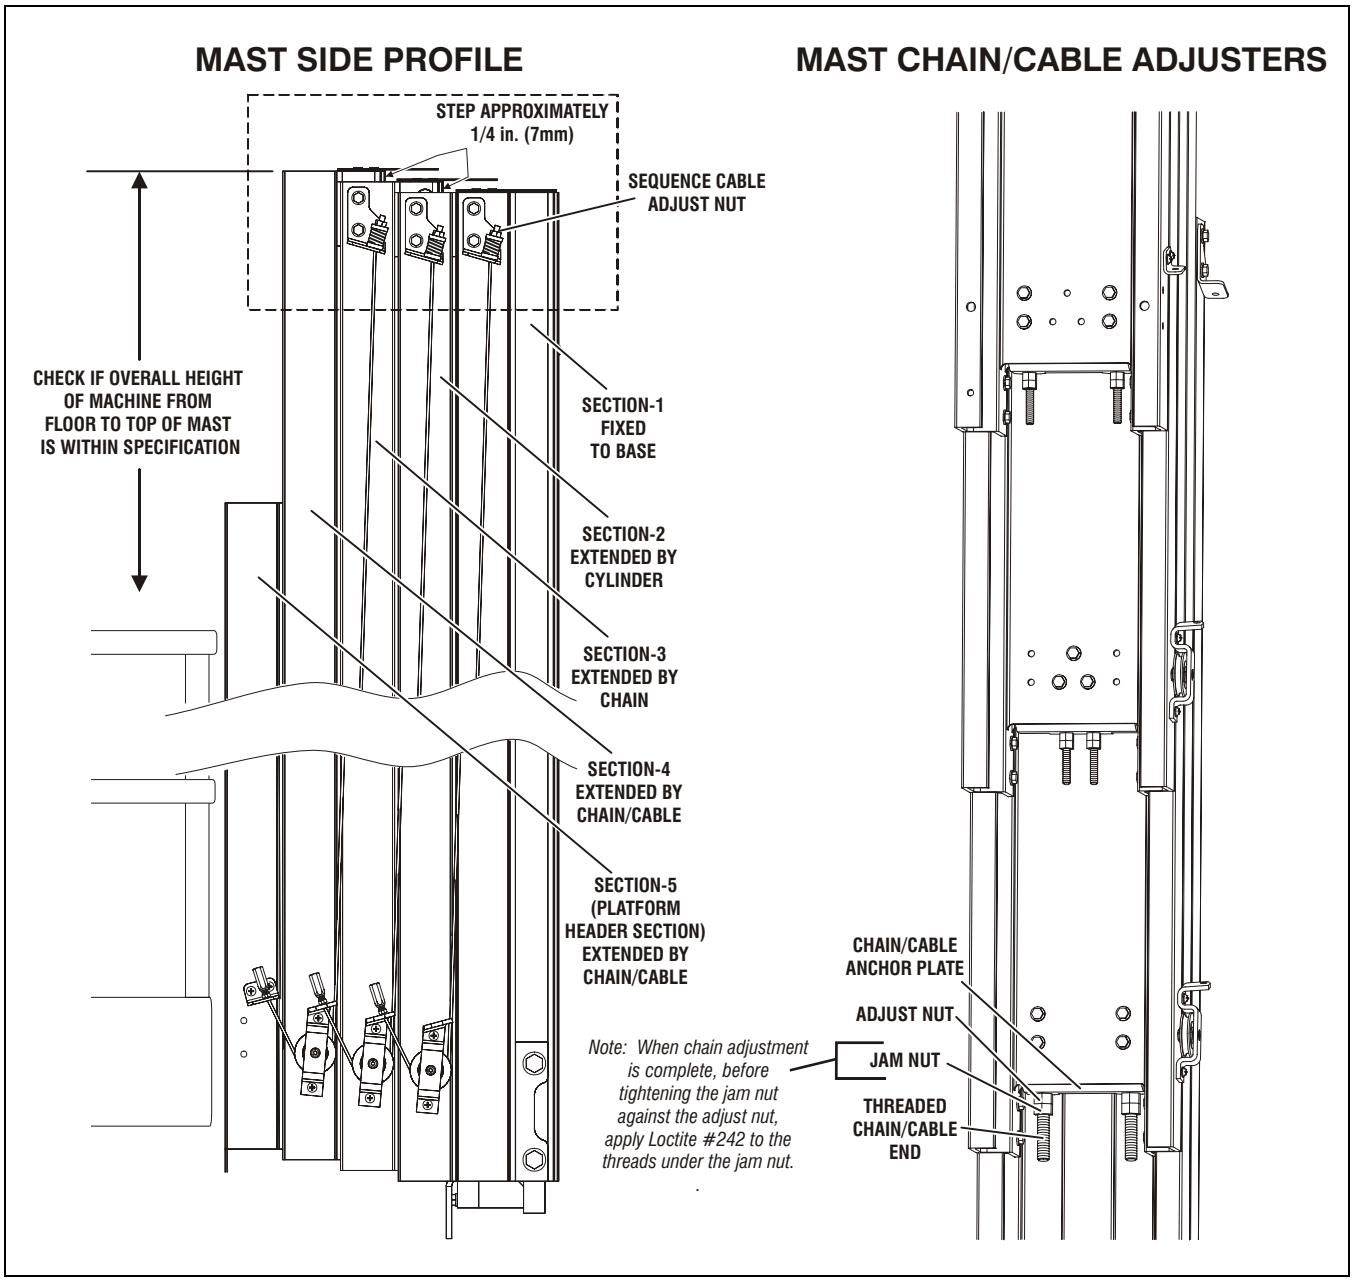

Figure 2-6. Mast Chain/Cable/Sequence Cable Adjustment Components. (Typical)
2. Then with no load in the platform check the side profile of the top of the mast for the amount of adjustment necessary to obtain the 1/4 in. (7mm) step for mast sections-3 and up. *(See Figure 2-6.)*
6. **Tighten** *(to raise mast section),* **or loosen** *(to lower mast section)* **the adjusting nut** against the anchor plate on each chain/cable. Adjust the nut the amount required to raise or lower the top of the mast section to match the side profile shown in Figure 2-6. when the mast is retracted.
7. Retract the mast all the way and check if the top of the mast sections appear as shown in Figure 2-6.
8. Repeat steps (1) through (7) for remaining mast sections.
3. Be certain the mast is completely retacted and at the bottom of travel. Check the mast "Side Profile" at the top of the mast as shown in Figure 2-6., adjust mast sections to proper height if necessary.